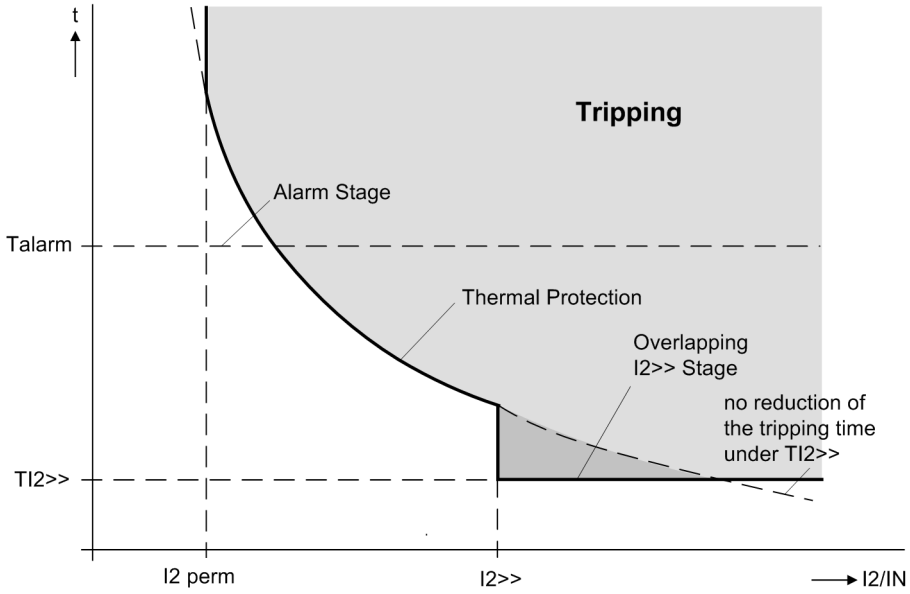

Figure 2-95 Resulting characteristic of the thermal asymmetrical load protection
As the thermal replica only works after exceeding the permissible continuous negative sequence current „I2 adm“, this value is the lower limit for resulting tripping characteristic Fig. 2-95). The area of the thermal replica connects to it with increasing negative sequence current. High negative sequence currents can only be caused by a phase-to-phase short circuit, which must be covered in accordance with the grading coordination chart. The thermal characteristics are therefore cut off by the definite time I_2>>-stage (see above under „Definite time stage (DT)“). The trigger time of the thermal replica does not fall below the trigger time of the I_2>>-stage